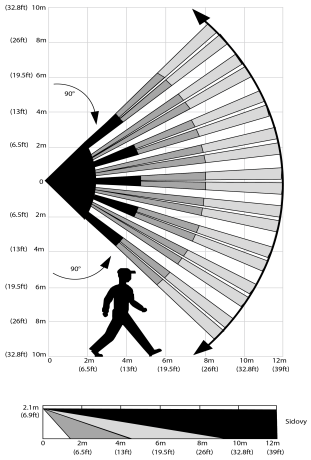

Figur 12 – Gångtest för täckningsmönster
4. Testgå ytan som täcks - se figur 12. Gå över den bortre änden av täckningsområdet i båda riktningarna. Den röda LED-lampan lyser varje gång din rörelse upptäcks följt av 3 LED-blinkningar.